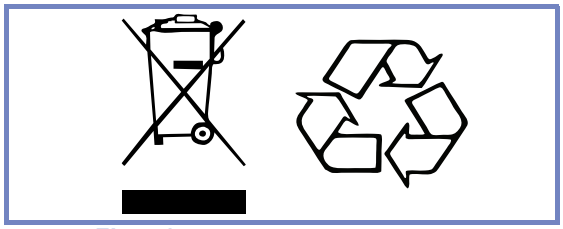

Figur 1
- Reglerne for genanvendelse og bortskaffelse af batterier i henhold til WEEE-direktivet (Waste of Electronic and Electrical Equipment) samt lokale regler og bestemmelser skal overholdes. Hvis ikke, kan batterierne eksplodere, lække og medføre personskader. Når batterierne returneres, skal deres poler isoleres med tape. Ellers kan restelektricitet i de brugte batterier forårsage brand eller eksplosion. Figur 1 nedenfor viser symbolerne for bortskaffelse og genbrug.